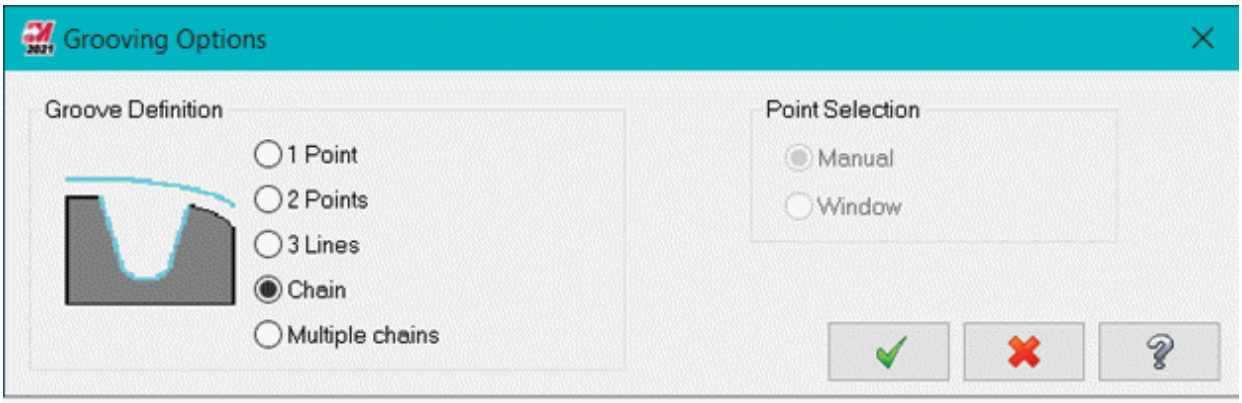

Figure-61. Grooving Options dialog box
- Click on the **Groove** tool from the **General** panel of **Turning** tab in the **Ribbon**. The **Grooving Options** dialog box will be displayed; refer to Figure-61.